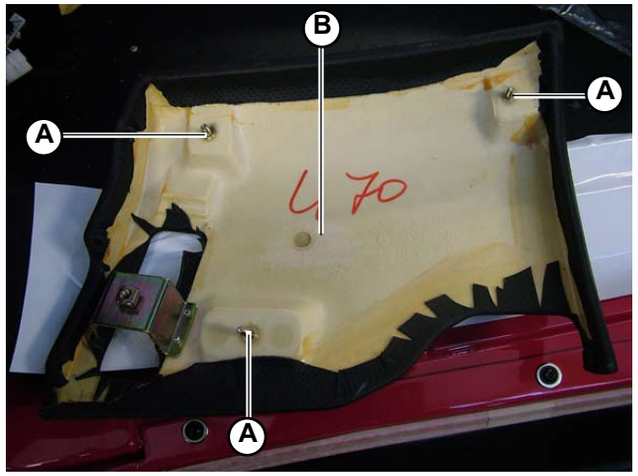

Fig.6
1. Tighten the 3 stud bolts (**A-Fig.6**) securing the left lower dashboard assembly (**B-Fig.6**).